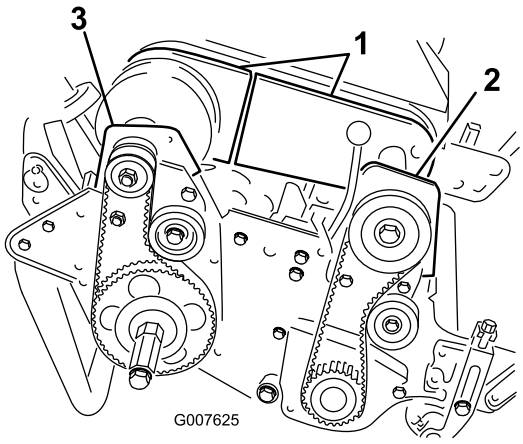

Figur 35
4. Afmonter boltene, som fastgør differentialeskærmens forreste og bageste del på differentialehuset, og skub skærmdelene væk for at frilægge remmen (Figur 35).
6. Afmonter de to bolte og låsemøtrikker, som fastgør det forreste koblingshus på sidepladen (Figur 35).
8. Afmonter de to bolte og låsemøtrikker, som fastgør det højre baglejehus til sidepladen (Figur 35).